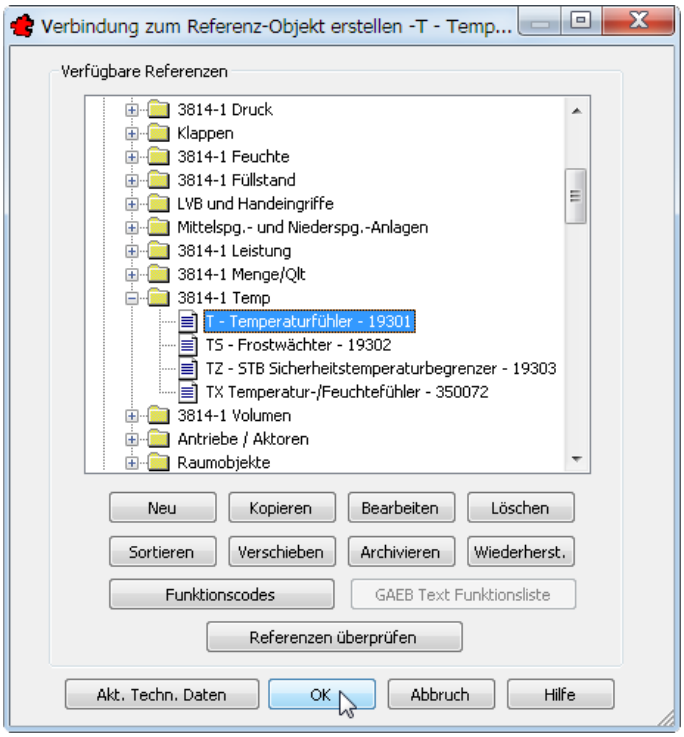

Bild 28.44 – Verbindung zum Referenz-Objekt für einen neuen Block
- Klicken Sie auf die Schaltfläche *Mit Referenz verb.*, wodurch das Dialogfeld *Verbindung zum Referenzobjekt herstellen* geöffnet wird. Wählen Sie aus der Referenz VDI 3814-1, Unterpunkt *3814-1 Temp* den Unterpunkt *T - Temperaturfühler 19301* (Abb. 28.44). Bestätigen Sie dann.